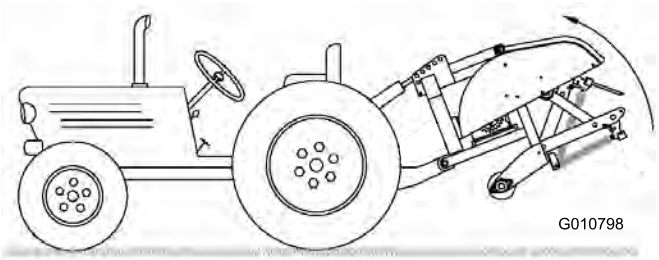

Figur 9
2. Heis luftemaskinen helt opp og trekk inn toppleddsylinderen eller det øvre leddet (Figur 9).